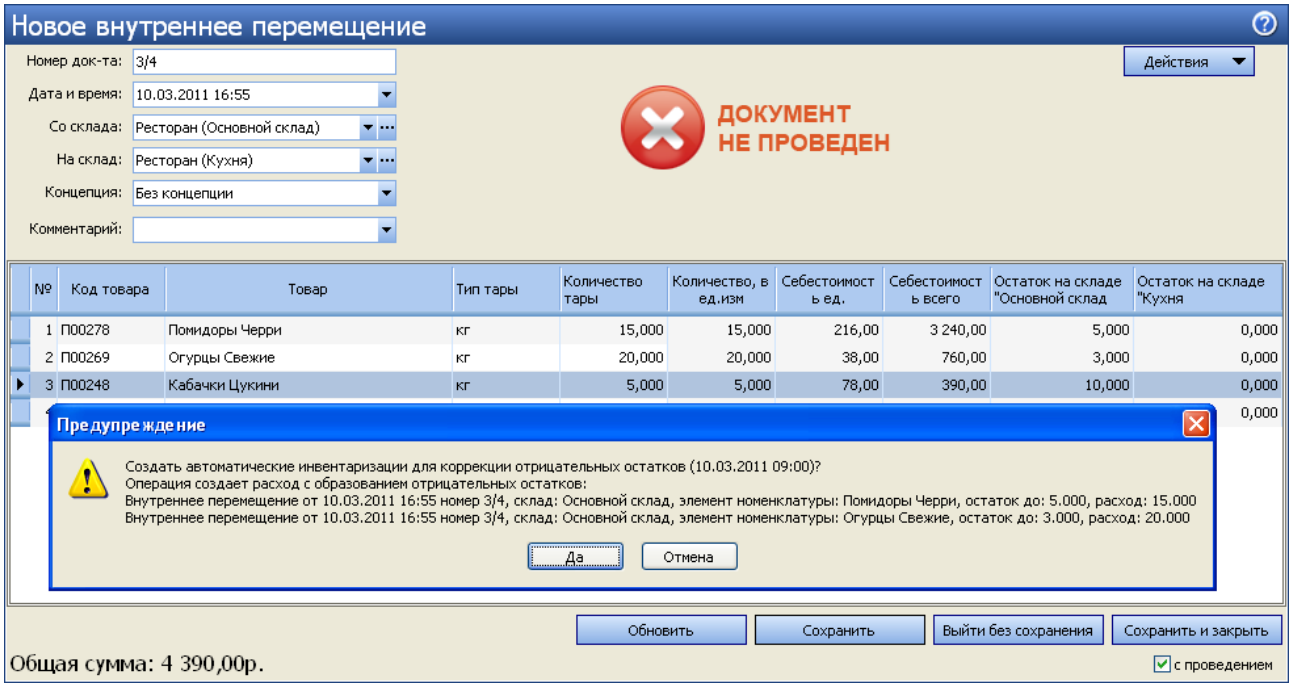

Рисунок 200 Внутреннее перемещение с образованием отрицательных остатков
2. После заполнения документа нажмите кнопку **Сохранить и закрыть** (или **Сохранить**), а затем кнопку **Да** (см. Рисунок 200).